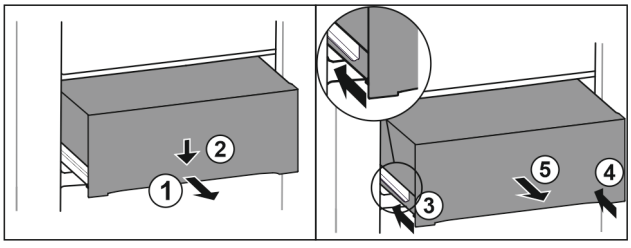

Fig. 122
▶ Izvelciet atvilktni līdz pusei. *Fig. 122 (1)*
▶ Spiediet atvilktni priekšpusē uz leju. *Fig. 122 (2)*
▶ Iebīdiet kreiso sliedi par aptuveni 2 cm. *Fig. 122 (3)*
▶ Iebīdiet labo sliedi par aptuveni 2 cm. *Fig. 122 (4)*
▶ Izņemiet atvilktni virzienā uz priekšu. *Fig. 122 (5)*